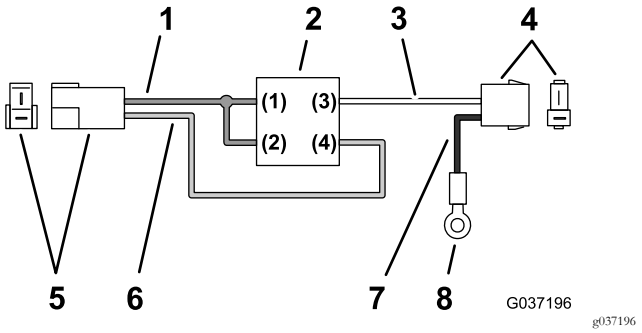

Bild 19
1. Ermitteln Sie das Relais und den Kabelbaum, wie in Bild 19 abgebildet.